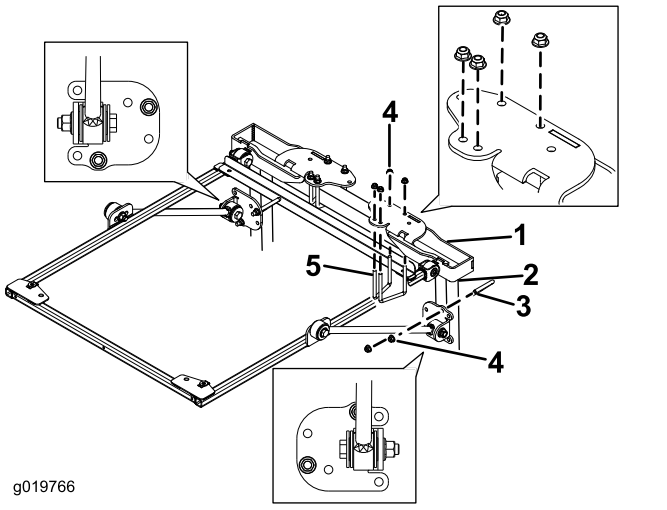

Figur 22
(Figur 22). Påse at veltebøylen er sentrert i veltebeskyttelsens monteringsbraketter.
10. Bruk monteringshullene som vist i Figur 22, og monter veltebeskyttelsens monteringsbraketter på toppen av veltebøylen med to U-bolter (2 3/4 tomme) og fire flensmuttere.
11. Bruk monteringshullene som vist i Figur 22, og fest hver avstiverbrakett løst til veltebøylestolpene med en U-bolt (4 tommer) og to flensmuttere.